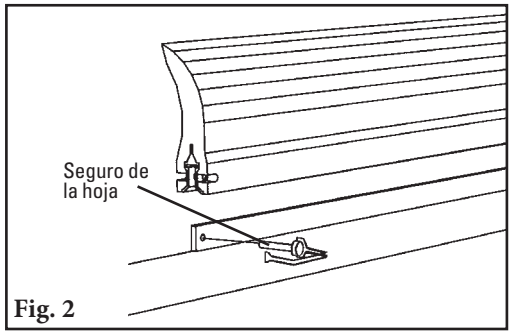

Fig. 2
3. **Instale las placas de montaje.** Atornille las placas de montaje al chute con los tornillos que se incluyen. Centre las placas en los orificios ranurados y apriete los tornillos (Fig. 2).
2. **Retirar la hoja desgastada.** Retire un seguro de la hoja y retire la hora del eje (Fig. 2). Limpie todo el material que se filtra del eje.